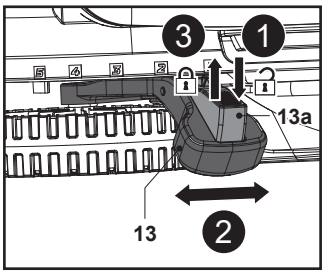

Fig. 9
1. Ține apăsat butonul de blocare (13a) (fig. 9, pasul 1).
2. Mișcă maneta (13) înainte sau înapoi pentru a regla înălțimea de tăiere (fig. 9, pasul 2).
3. Eliberează butonul de blocare (13a) și asigură-te că maneta (13) se cuplează corect în poziție (fig. 9, pasul 3).